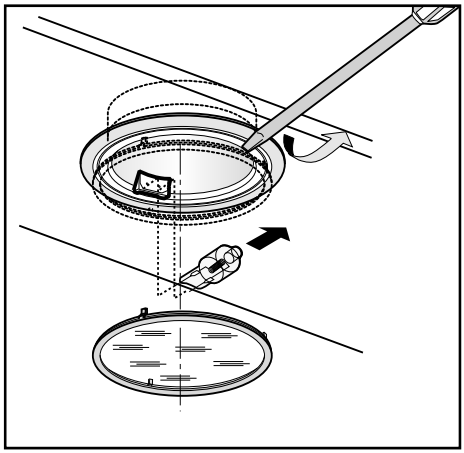

Fig.22
• Udskiftning af halogenpćrer (Fig.22).